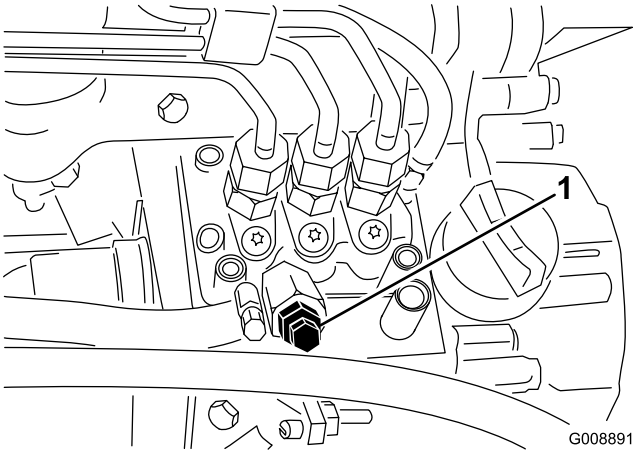

Figur 26
3. Öppna avluftarskruven på insprutningspumpen (Figur 26).